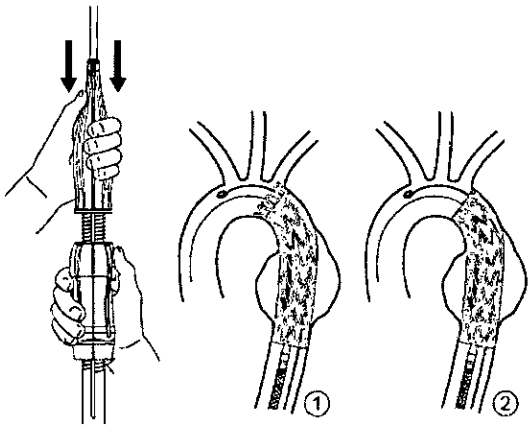

Figura 11. Retirada del sistema de liberación
2. Tire hacia atrás del activador y mantenga inmóvil el mango deslizador mientras lleva la empuñadura frontal hacia el mango deslizador (Figura 11). Bajo fluoroscopia continua, observe el extremo proximal de la endoprótesis torácica Valiant Navion mientras tira hacia atrás lentamente de la punta cónica hasta el interior de la cubierta de la endoprótesis del sistema de liberación.